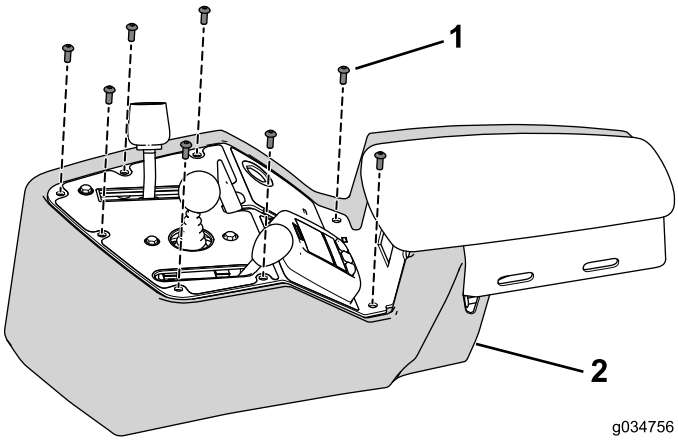

Figura 31
1. Utilizzate gli 8 bulloni rimossi in precedenza per fissare il coperchio della consolle al gruppo consolle (Figura 31).